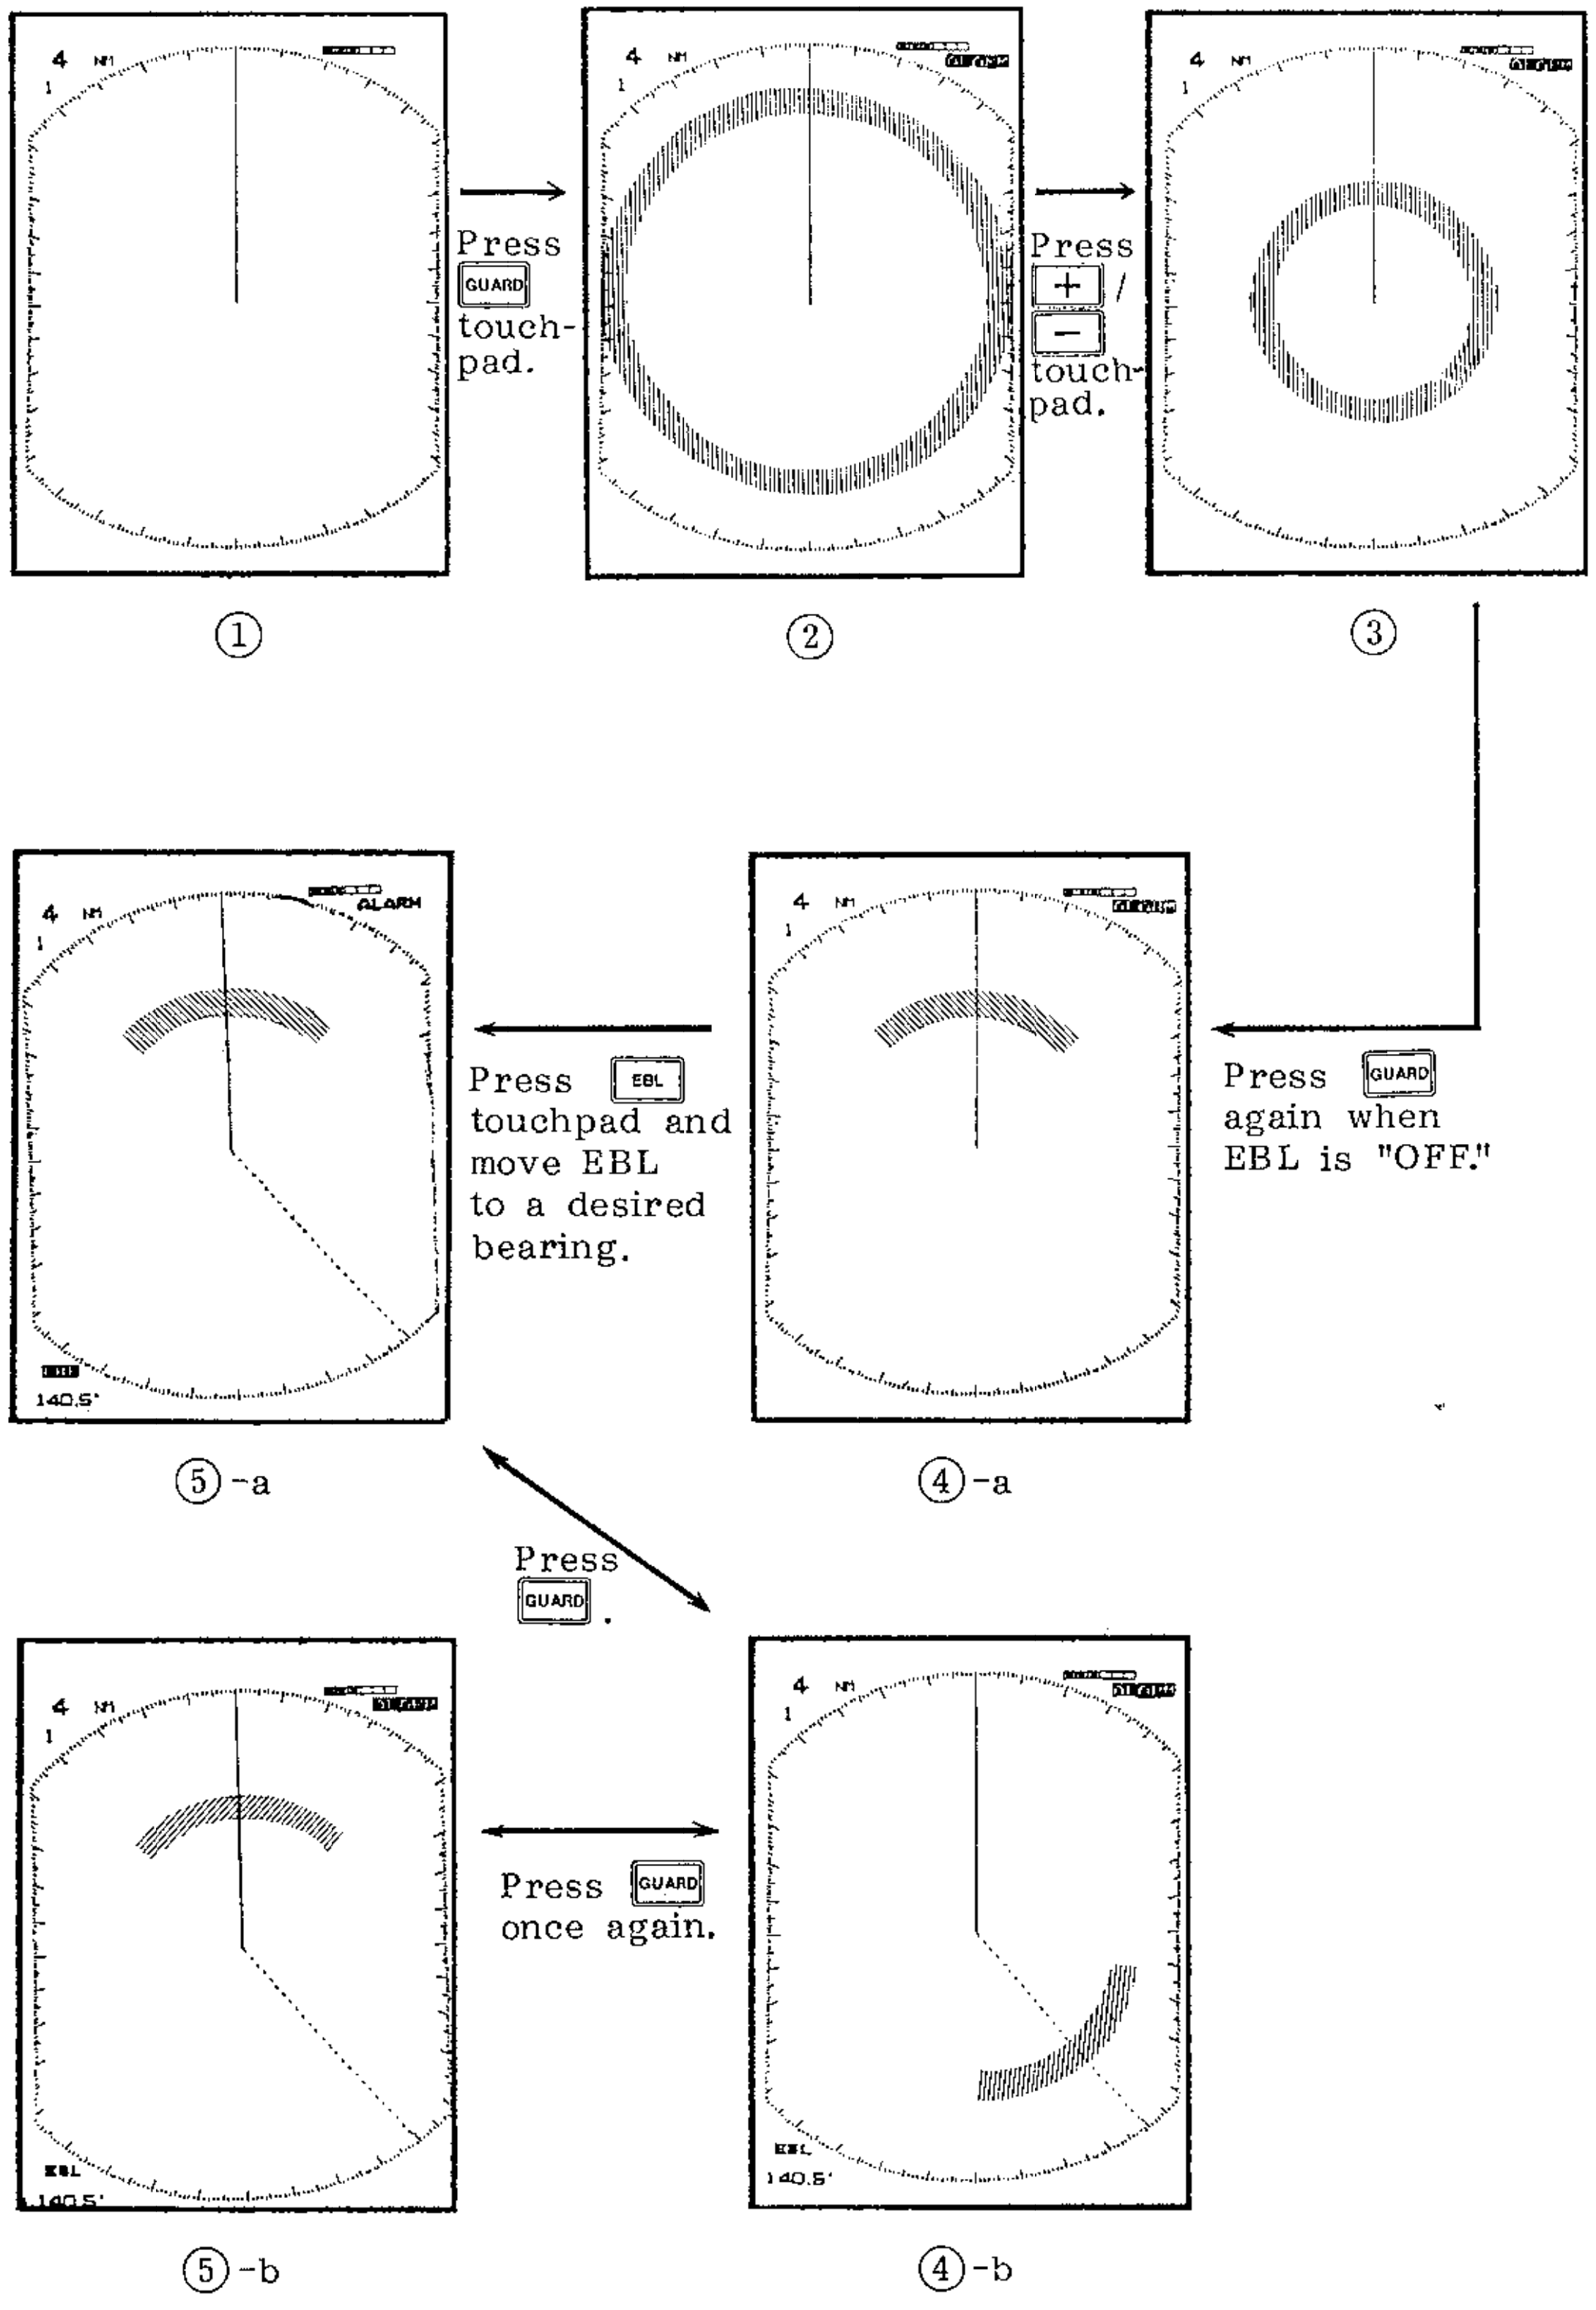

Fig.2-9 Setting the Alarm
1. Press the **GUARD** touchpad once. The indicator "ALARM" (framed with a white light) appears on the upper right-hand side of the screen and a 360° doughnut-shaped guard ring is displayed (Fig.2-9②). Table 2-2 shows the initial guard area to be displayed.
2. The distance to the guard zone may be changed by the +/− touchpad. See Fig.2-9③. If you want to set a 90° sector alarm, 45° on either side of the heading mark or the EBL, proceed to step 3.
3. Press the **GUARD** touchpad again and the guard zone changes to a 90° fan-shaped sector, bisected by the heading mark. See Fig.2-9④-a.
4. If you want to change the guard zone location, press the **EBL** touchpad followed by +/− touchpads to set the EBL on the bearing desired for the center of the guard zone. See Fig.2-9⑤-a.
5. Press the **GUARD** touchpad and the guard zone drawn up in step 4 is brought up on the screen (Fig.2-9④-b.).